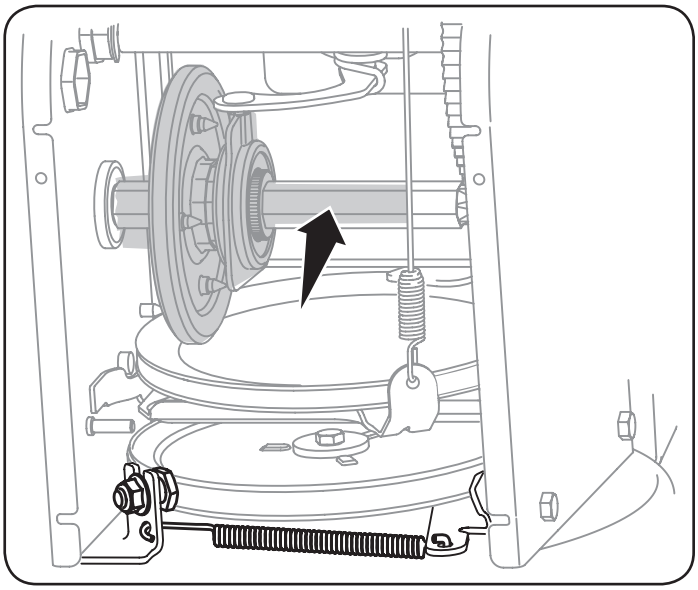

Figura 20
3. Aplique al eje hexagonal una capa ligera de una grasa multiusos apta para condiciones climáticas múltiples. Vea la figura 20.